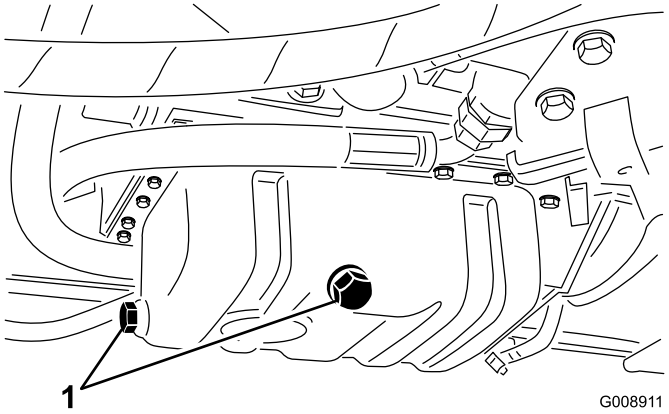

Figuur 47
1. Verwijder een van beide aftappluggen (Figuur 47) en laat de olie in een opvangbak lopen. Als er geen olie meer naar buiten stroomt, plaatst u de aftapplug terug.